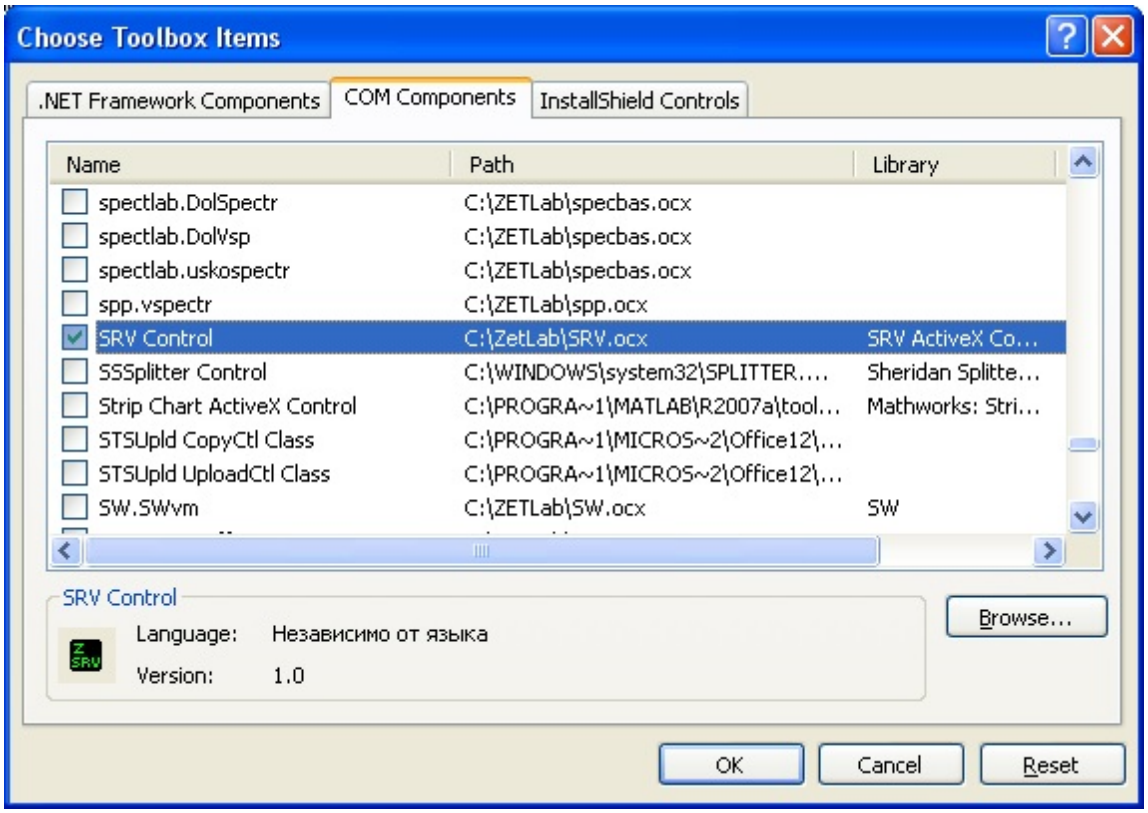

Рисунок 1.2. Подключение компонента
4. Выбрать из списка SRV Control. Необходимо отметить компонент галочкой и нажать кнопку OK. Рисунок 1.2.